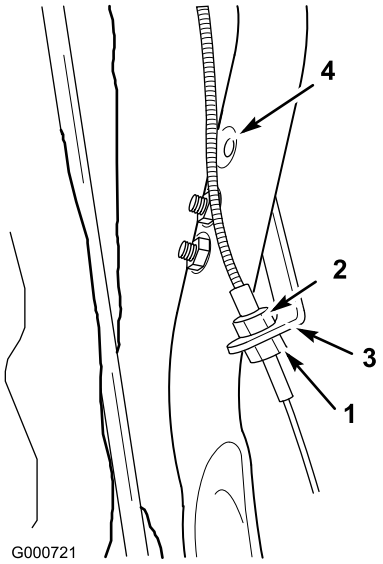

Figur 31
2. Løsn den nederste møtrik på undersiden af beslaget (Figur 31).
3. Spænd den øverste møtrik for at bevæge kabelhuset opad (Figur 31), hvorved friktionshjulet flyttes tættere på dækket. (I praksis opnås dette ved at afkorte kablet for at kompensere for slitagen).
Bemærk: Hvis kablet ikke kan justeres yderligere, kan man flytte beslaget til det øverste hul i håndtaget og starte forfra med justeringen (Figur 31).
4. Når korrekt justering er opnået, spændes den nederste møtrik mod beslaget for at fastlåse justeringen i denne position (Figur 31).